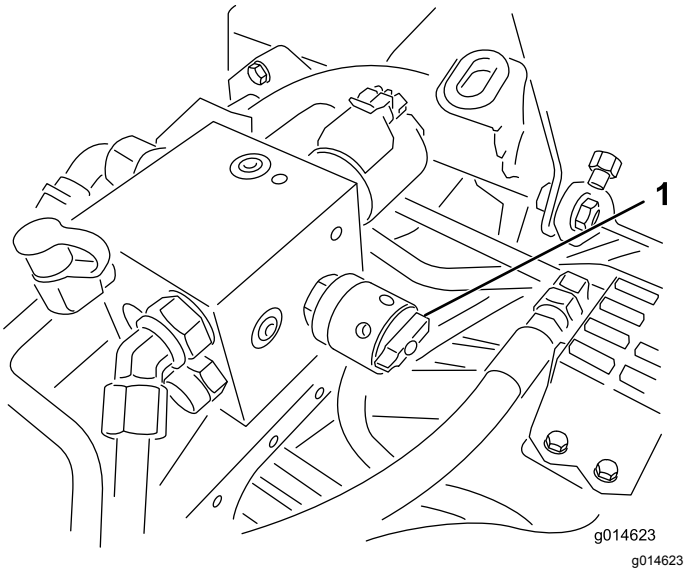

**Figur 53**
6. Vrid cylinderhastighetsreglaget till inställningen 1 (Figur 53).